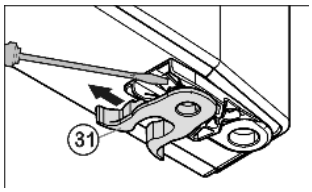

Fig. 7
- ▶ Pružinovou svorku *Fig. 7 (31)* přesadit: Stisknout zarážku pro uchycení, přesto stáhněte pružinovou svorku.